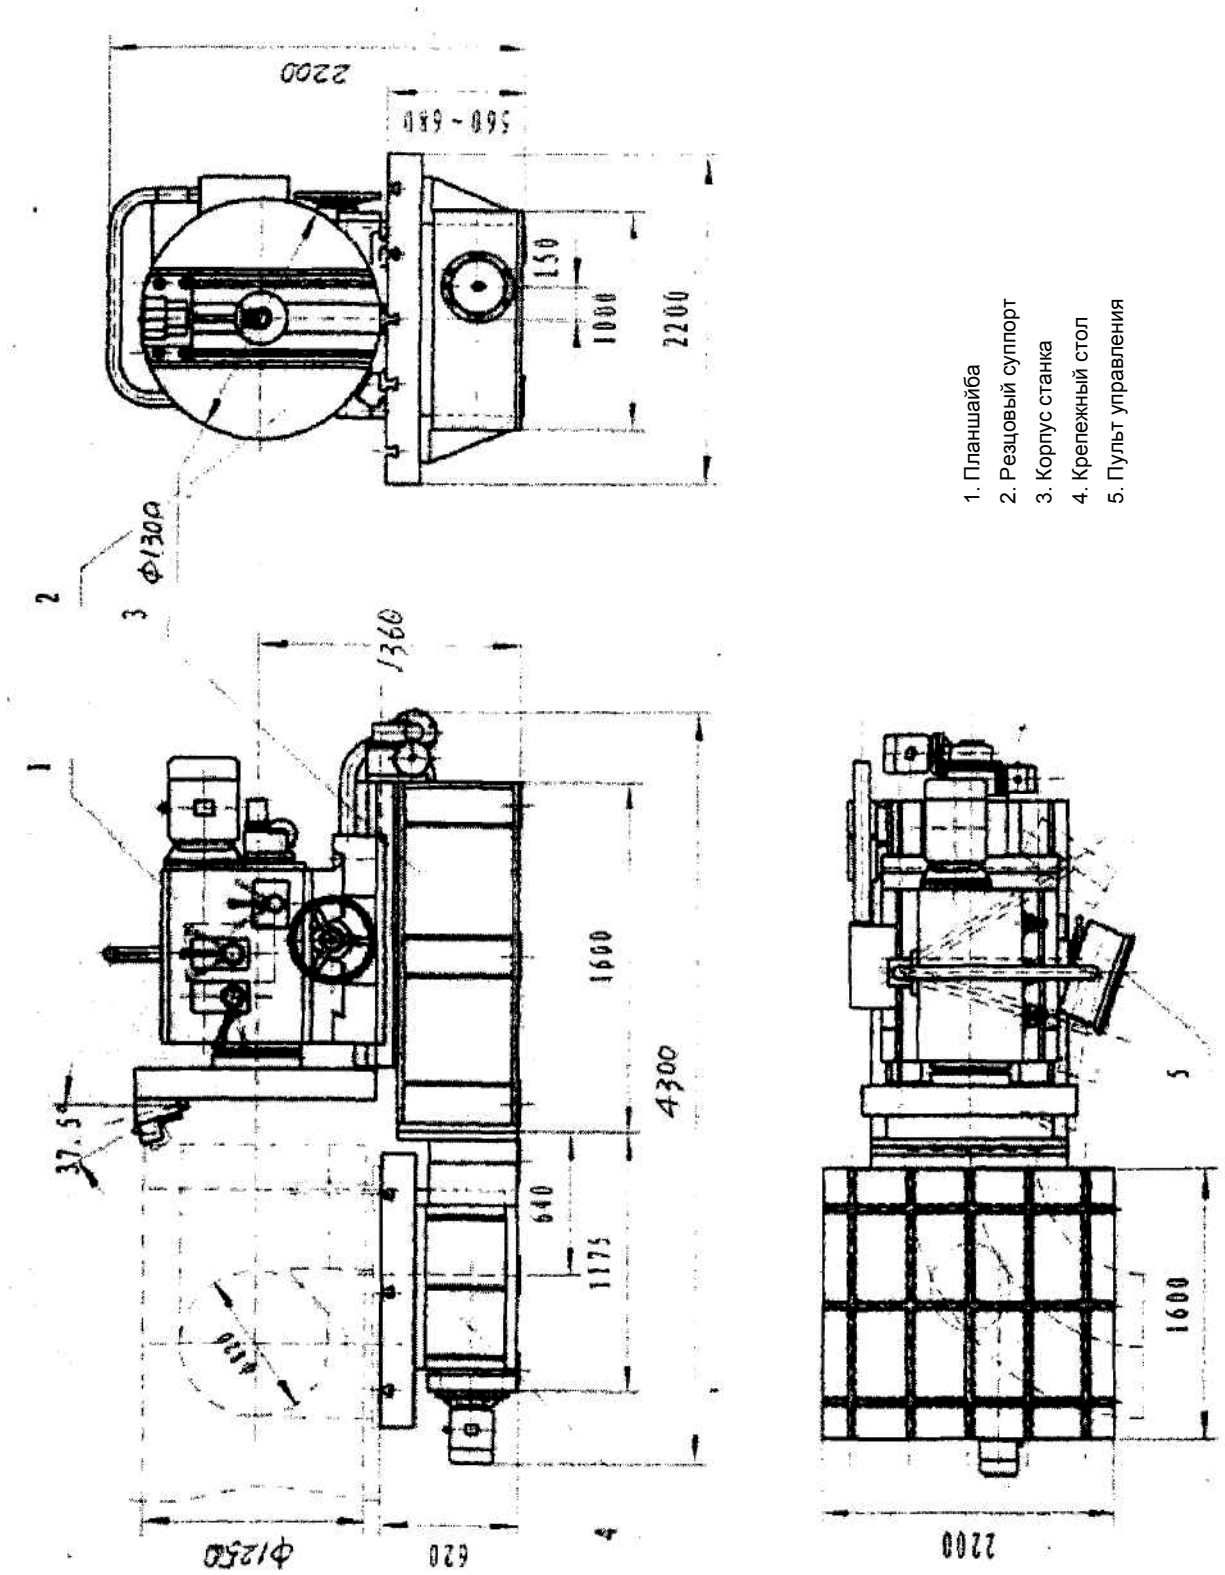

Рис. 1 — Q12100 – Стационарный станок для снятия фаски с торцов труб. Чертеж общего вида
1. Рис. 1 — Чертеж общего вида